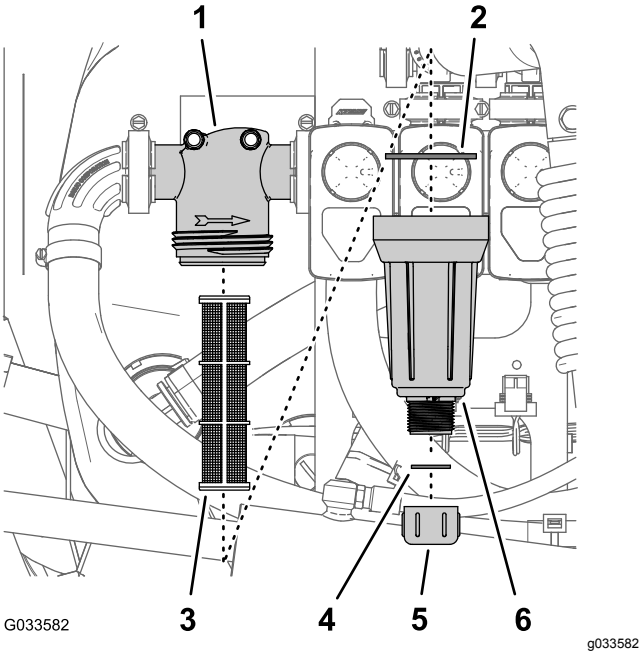

Figur 103
2. Plasser et tappefat under trykkfilteret (Figur 103).
3. Drei tappelokket mot klokken, og fjern den fra bollen i trykkfilteret (Figur 103).
4. Drei bollen mot klokken, og fjern filterhodet (Figur 103).
5. Fjern det gamle trykkfilterelementet (Figur 103).
6. Kontroller om det er skader eller slitasje på tappepluggen (den er inne i bollen) og pakningen til bollen (inne i filterhodet) (Figur 103).
7. Monter det nye trykkfilterelementet i filterhodet (Figur 103).
8. Monter bollen på filterhodet og stram til for hånd (Figur 103).
9. Monter tappelokket på koblingen nederst på bollen og stram lokket til for hånd (Figur 103).